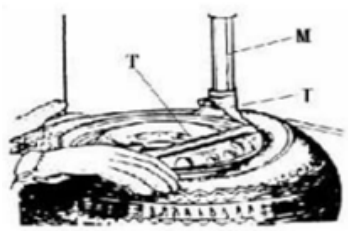

Рис. 6
Опускайте вертикальную направляющую (M) до тех пор, пока монтажная головка (I) не окажется рядом с краем обода, переверните стопорную ручку (K), чтобы зафиксировать вертикальную направляющую (M) и горизонтальную консоль в нужном положении, и контролируйте расстояние от монтажной головки до края обода колеса, которое должно составлять примерно 2-3 мм. Вставьте монтажную лопатку (T) между бортом шины и передней частью монтажной головки (I) и установите борт шины на верхнюю часть монтажной головки, как показано на рис. 6.